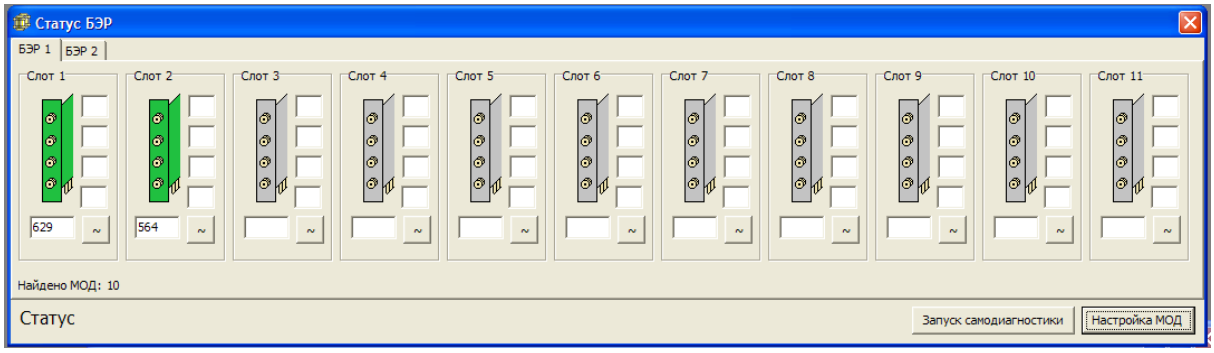

Рис. 137. Статус МОД при подключении БЭР.
- При подключении БЭР для найденных МОД пиктограмма планки отображается зеленым цветом, но состояние каналов остается неопределенным до момента проведения самодиагностики (рис. 137).